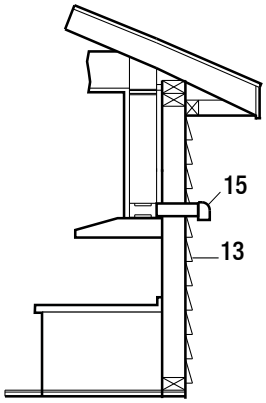
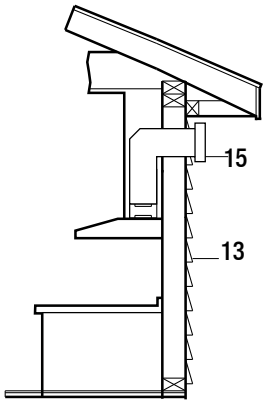
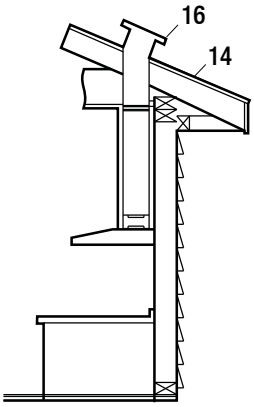

Fig.5
Fig.6
Fig.7
- Votre système de ventilation doit évacuer à l'extérieur, soit horizontalement à travers le mur arrière (13) ou verticalement à travers le toit (14) (Voir la Fig. 5/Fig. 6/Fig. 7).